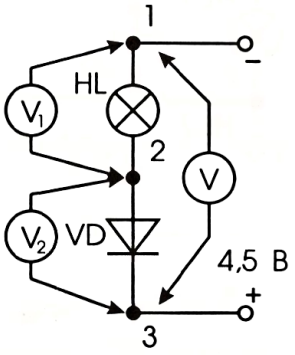

Рис. 5
1. Соберите цепь по рис. 5. Убедитесь, что лампа **HL** не горит. Объясните, почему.